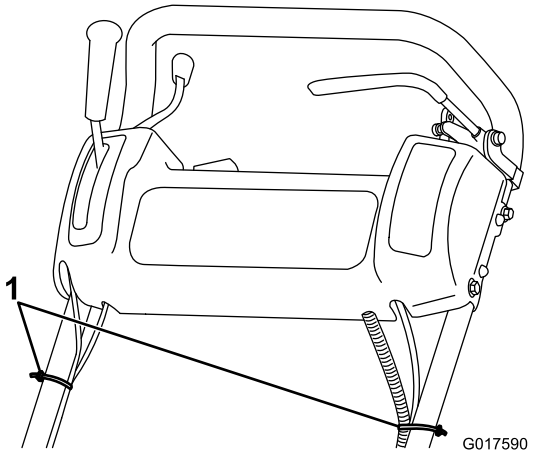

**Figur 4**
8. Fastgør kablerne og ledningsnettet til håndtaget med kabelbåndene (Figur 4).